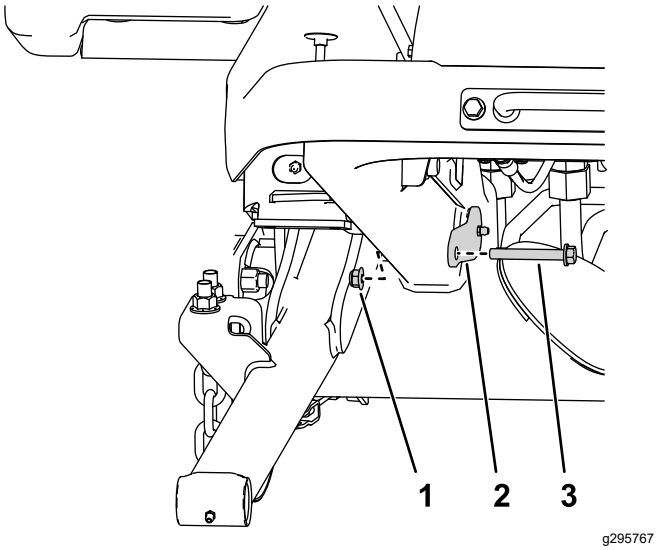

Figura 6
4. Utilizzate 2 dadi (⅜") e 2 bulloni (⅜" x 2¾") per fissare i perni grandi al telaio (Figura 6).